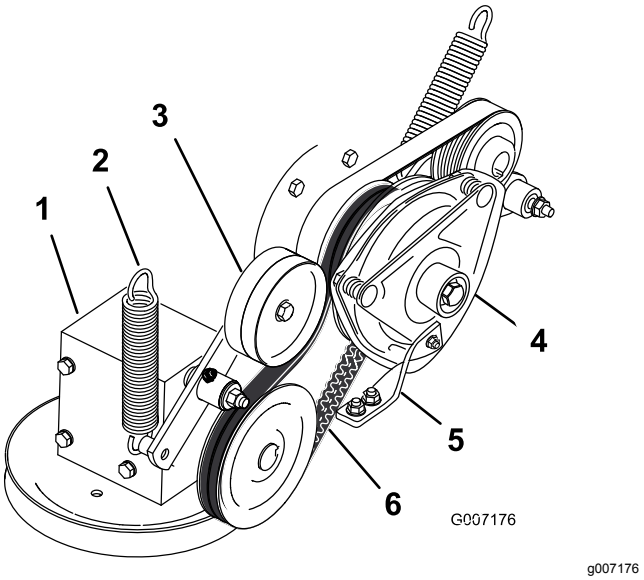

Bild 72
4. Entfernen Sie die Feder vom Spannarm (Bild 72).
7. Verlegen Sie den neuen Zapfwellen-Treibriemen um die Kupplungs- und Getriebespannscheibe (Bild 72).
9. Haken Sie die Feder wieder in den Spannarm ein (Bild 72).